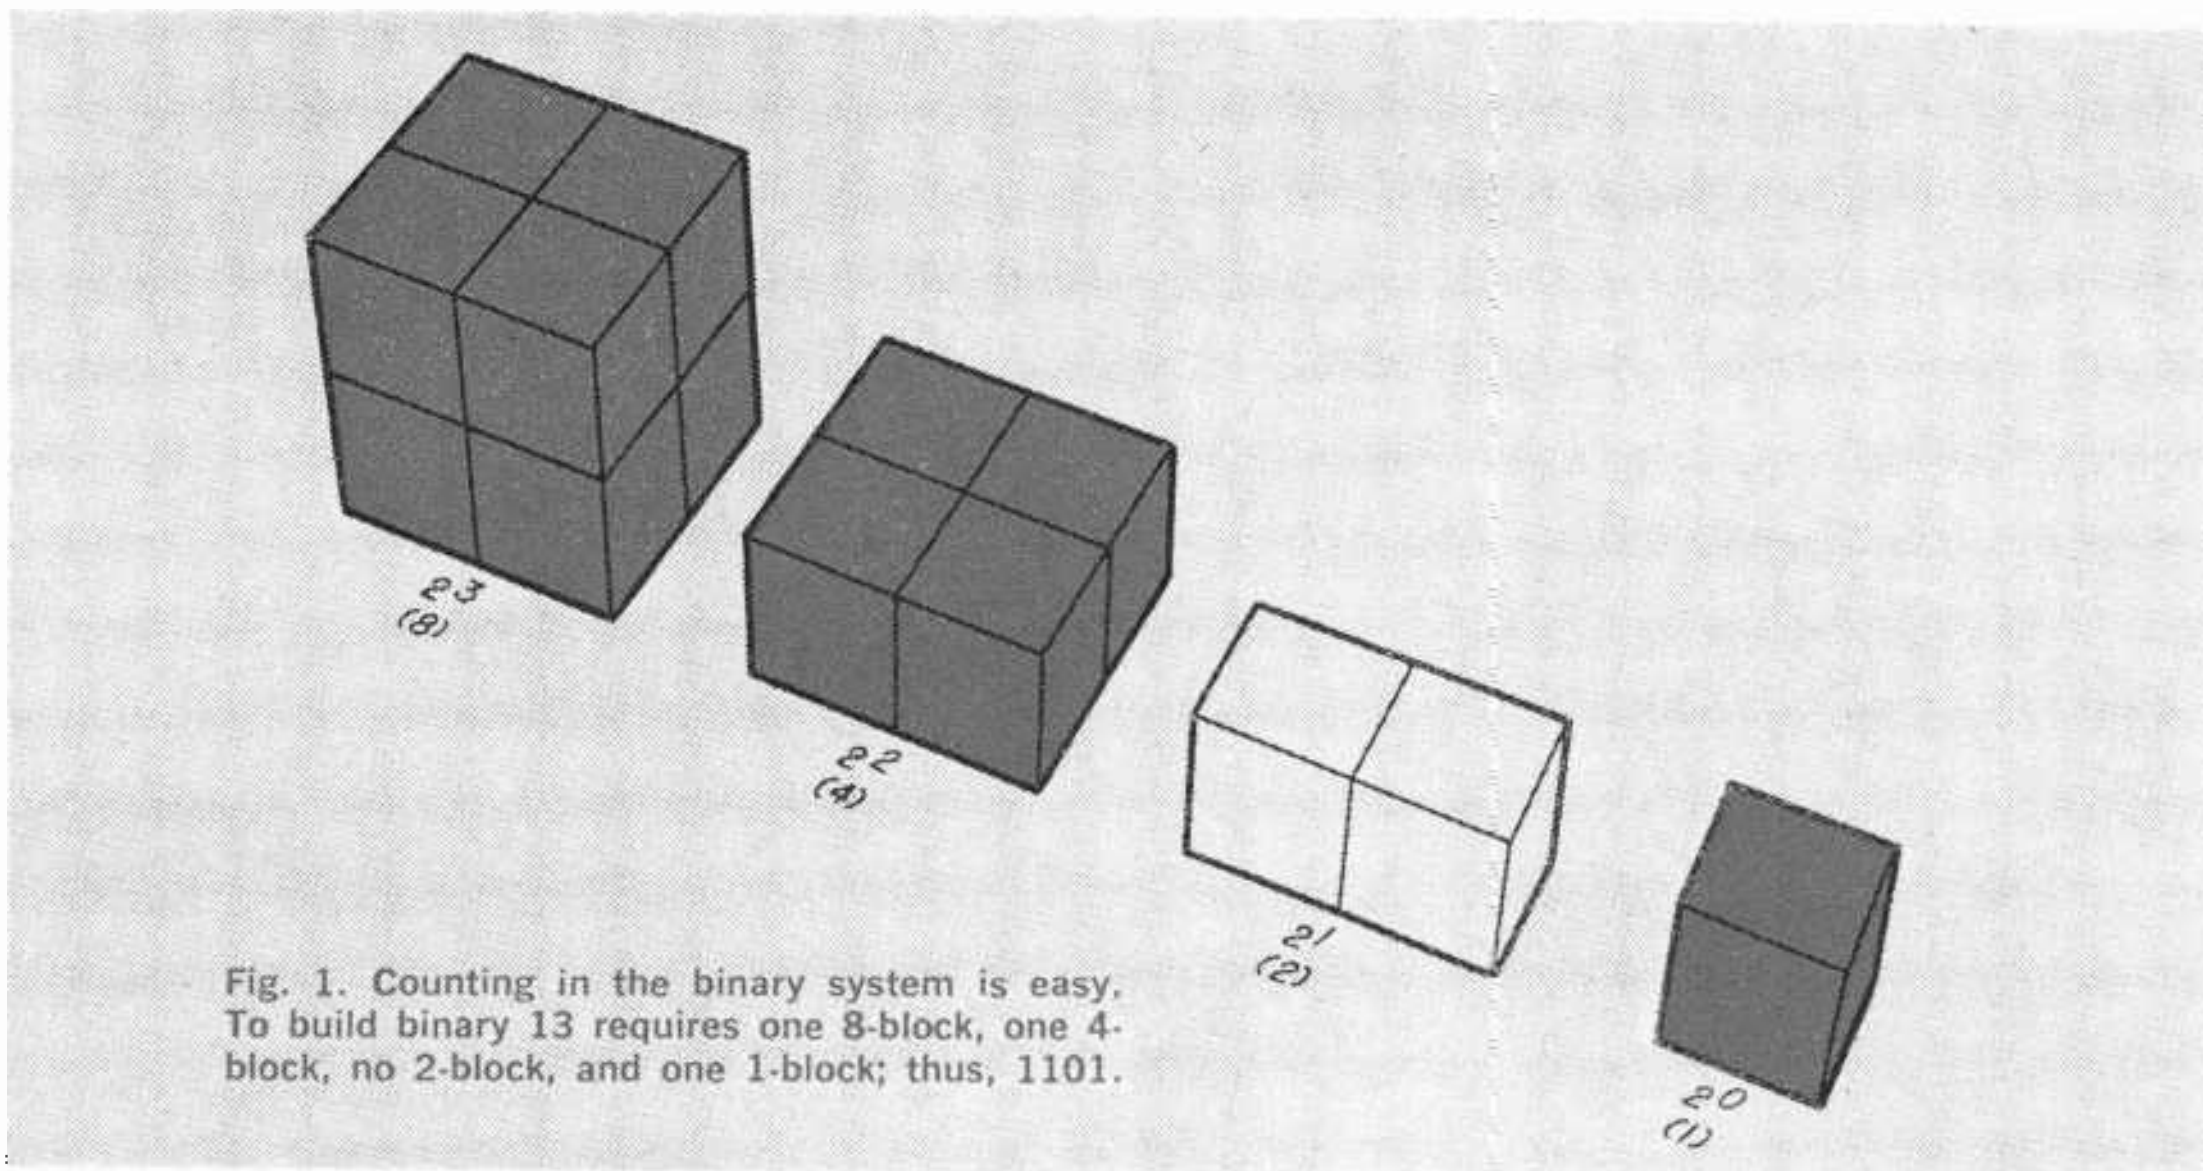

Fig. 1. Counting in the binary system is easy. To build binary 13 requires one 8-block, one 4-block, no 2-block, and one 1-block; thus, 1101.
Fig. 1. When PC1 "sees" the light from I1, its resistance drops and lets enough current flow to energize K1. Time constant of R1, R2, and C2, as well as the applied voltage, determines the frequency of operation.
**Binary Number System.** To learn how the binary (base-2) system works, consider Fig. 1 in which four groups of blocks are shown. The first one-block on the right is preceded by a group containing two blocks, which is preceded by a group containing four blocks, preceded by an eight-block group.